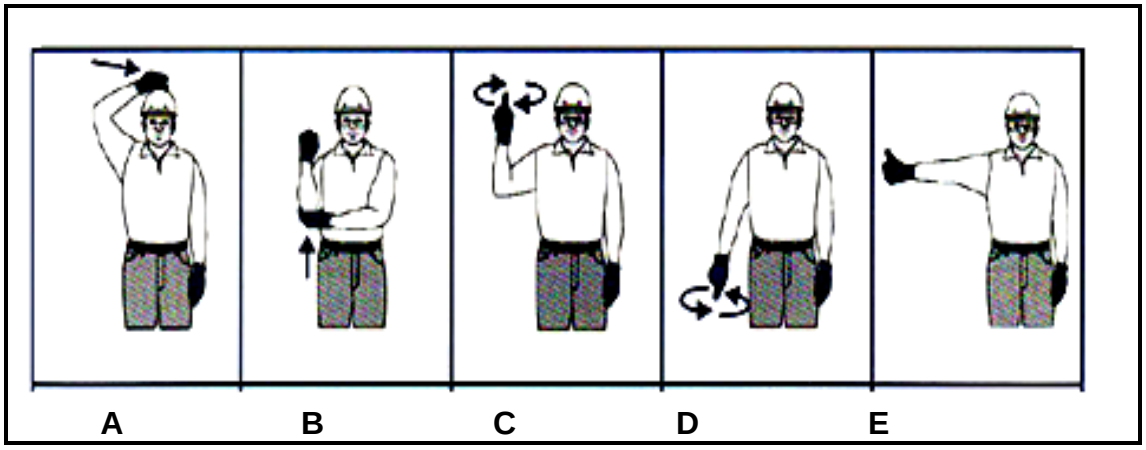

FIGUUR 1
1.2 FIGUUR 1 toon handseine wat tydens ’n takelproses gebruik word. Noem die handseine deur die antwoord langs die letter (A–E) in die ANTWOORDBOEK neer te skryf.